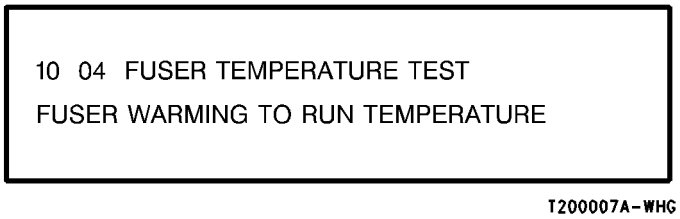

**Figure 2 Fuser Warm Up Screen**
4. ( Figure 2): Enter code [ **1004** in order to turn on the Heat Rod and bring the Heat Roll to the run temperature. The following message is displayed .